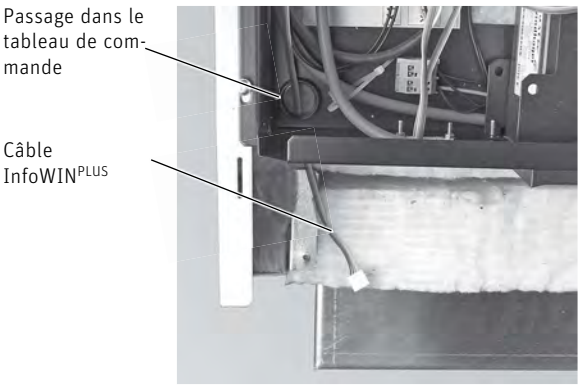

Fig. 75 Faire passer le câble InfoWIN^{PLUS}
- Avant de monter le panneau de commande, le câble InfoWIN^{PLUS} doit être guidé hors du tableau de commande au niveau de la partie avant gauche – Fig. 75.